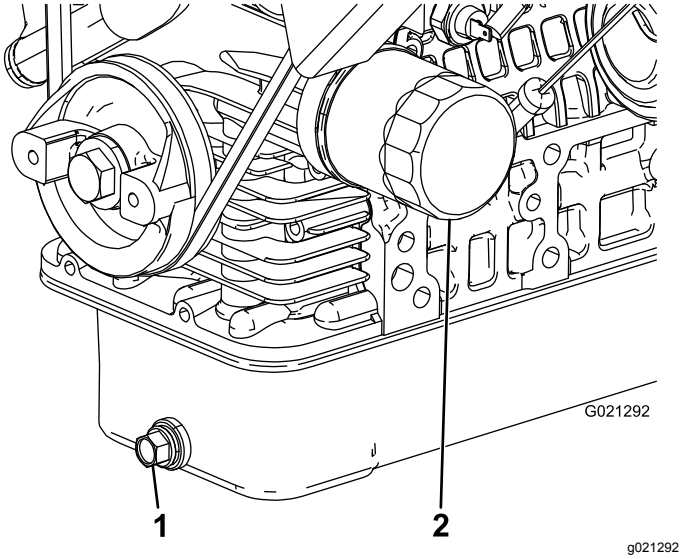

Figuur 46
2. Verwijder de aftapplug en laat de olie in een opvangbak lopen (Figuur 46).
4. Verwijder het oliefilter (Figuur 46).